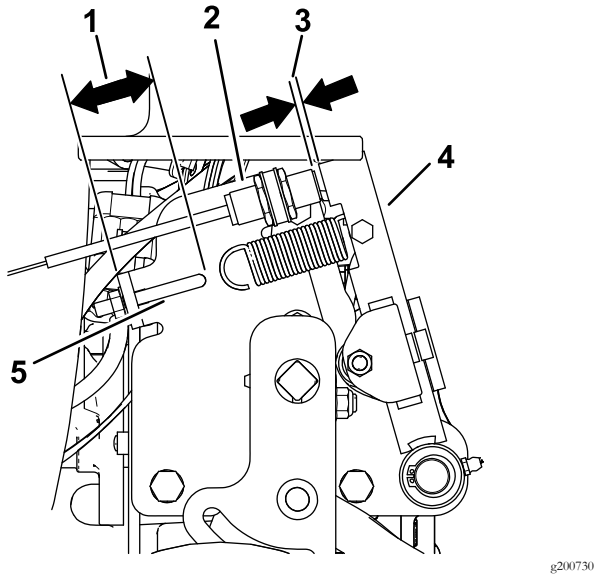

**Figure 7**
1. Réglez la tension des ressorts comme montré à la Figure 7.
2. Réglez le contacteur de point mort comme montré à la Figure 7.